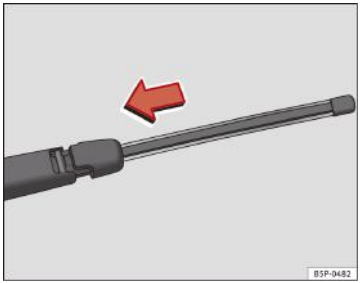

Fig. 132 Fixarea lamei ştergătorului lunetei
– Aşezaţi lama aşa cum se arată în ⇒fig. 132 şi glisaţi adaptorul până se fixează în poziţie.